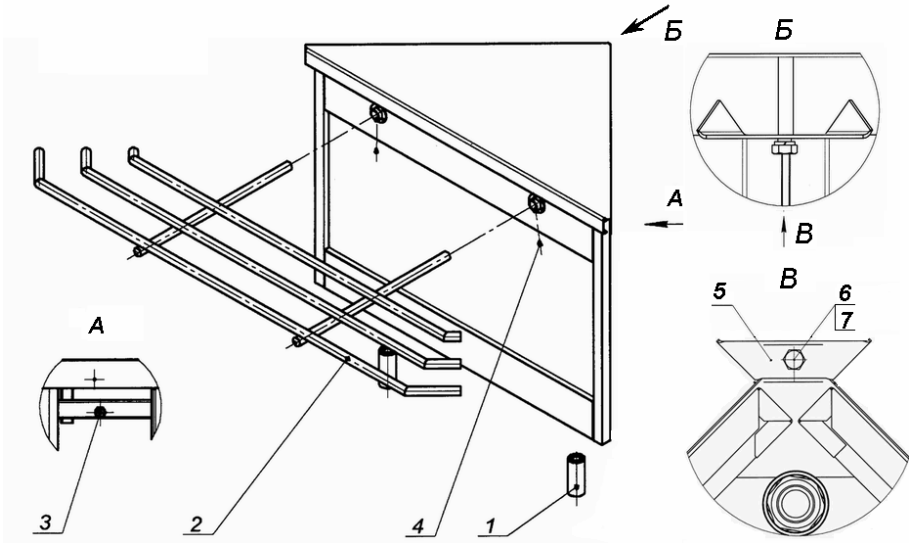

Рис. 2
6.4 Схема сборки секции приведена на рис. 2.
- закрепить кронштейны направляющих, затянув болты крепления кронштейнов направляющих к каркасу (3) и винты на фланцах (4);
- для надёжного соединения секции с сопрягаемыми модулями, закрепить планку (5), при помощи болта (6) и шайбы (7) на заднем углу столешницы (см. рис.2, виды Б и В);